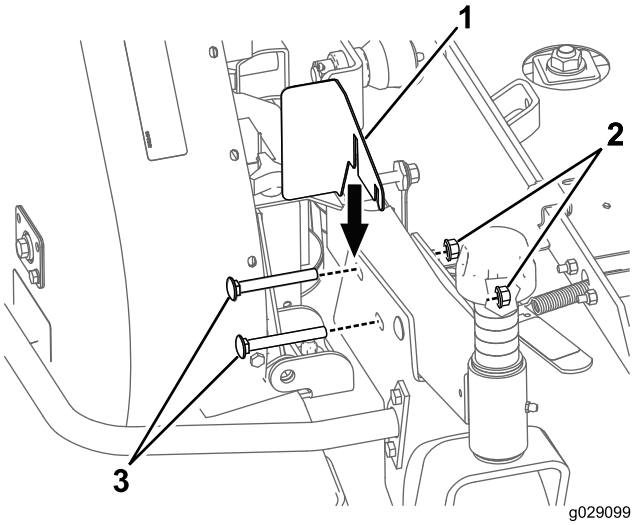

Figure 26
2. Montez la protection de la poulie sur la machine (Figure 26).